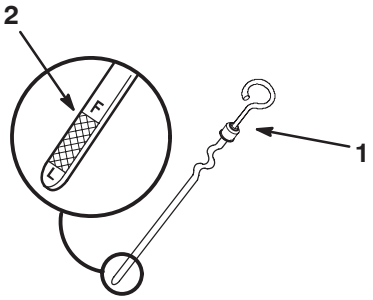

Figur 12
3. Dra ut oljestickan och torka av metalländen (figur 12).